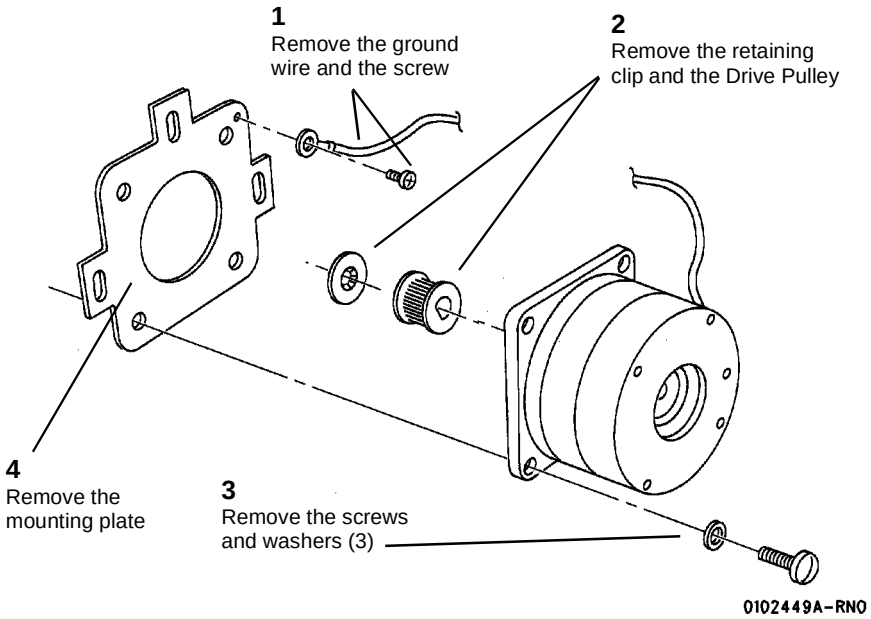

**Figure 2 Removing the Media Transport Drive Motor Assembly**
2. (Figure 2): If a new motor is being installed, use the Drive Pulley from the old assembly.